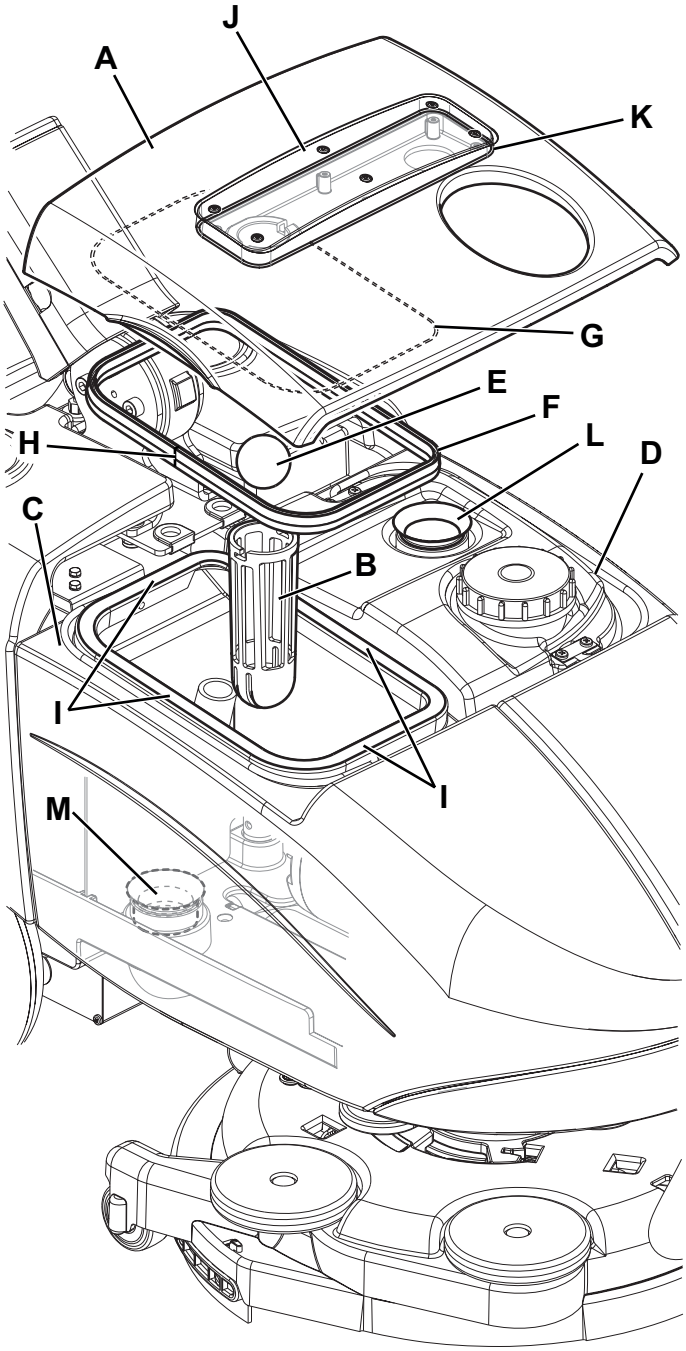

Afbeelding 7
2. Controleer of de programmahendel (31) in stand ‘0’ staat en koppel de accustekker (7) los.
3. Verwijder de afdekking (A, Afb. 7), en reinig en spoel de afdekking zelf en het aanzuigrooster (B) met schoon water.
5. Demonteer waar nodig het rooster (B) en de vlotter (E); reinig ze zorgvuldig en plaats ze terug.
6. Controleer of de pakking (F) van de afdekking van de vuilwatertank heel is.
3. Open de afdekking (A, Afb. 7) en controleer of de pakking (L) van de motor van het aanzuigsysteem heel is. Vervang waar nodig de pakking door deze uit de bevestiging te halen.
4. Verwijder de vuilwatertank (C).
5. Controleer of de pakking (M) van de leiding voor het vuile water heel is. Vervang waar nodig de pakking.